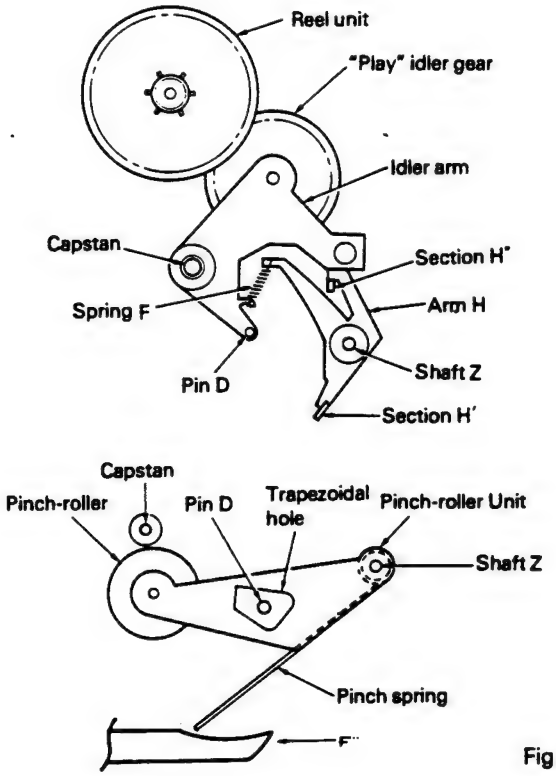

Fig. 17
5. After the head base goes beyond the MS pattern (Fig. 16-⑥) position, the arm "F", "F'" part pushes the pinch roller unit pinch spring and presses the pinch roller down onto the capstan. (Fig. 17)
6. Simultaneously, the arm "F", "F" unit pushes the arm "H", "H" part. The "H'" part lock releases when pushed, and the play idler gear comes into contact with the reel unit. Play operation begins because of this. (Fig. 16-⑤, Fig. 17)